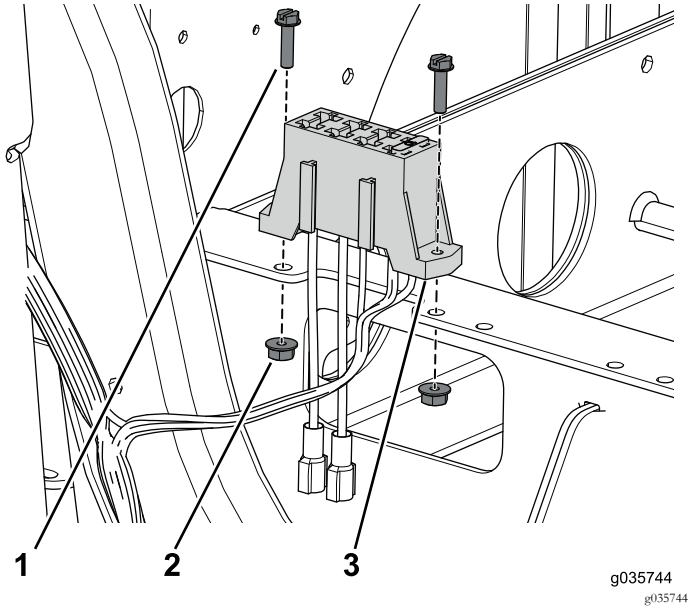

Figura 83
3. Utilizzate le 2 viti e i dadi che fissano il portafusibili al vassoio della batteria anteriore (Figura 83).